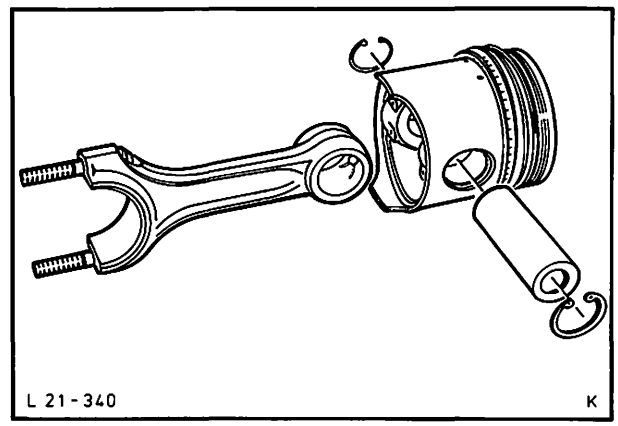

Abb. 159 Kolben und Pleuel zerlegt
3. Kolbenbolzen einölen und von Hand in Kolben und Pleuel einsetzen, Abb. 159.